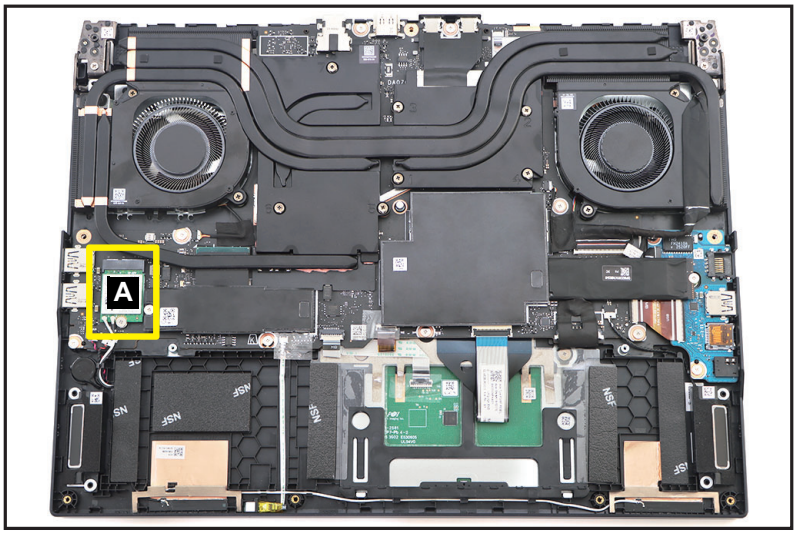

Figure 1-28. WLAN Module Location
1. Find the WLAN module (A) on the top assembly (Figure 1-28).